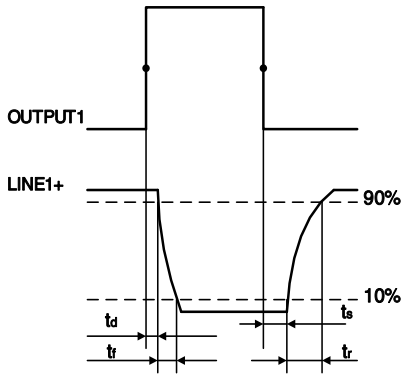

图 7-10 光耦隔离输出电路参数
- 上升沿延时=tr+td：<50μs (0°C~45°C)，参数说明见图 7-10
- 下降沿延时=ts+tf：<50μs (0°C~45°C)，参数说明见图 7-10